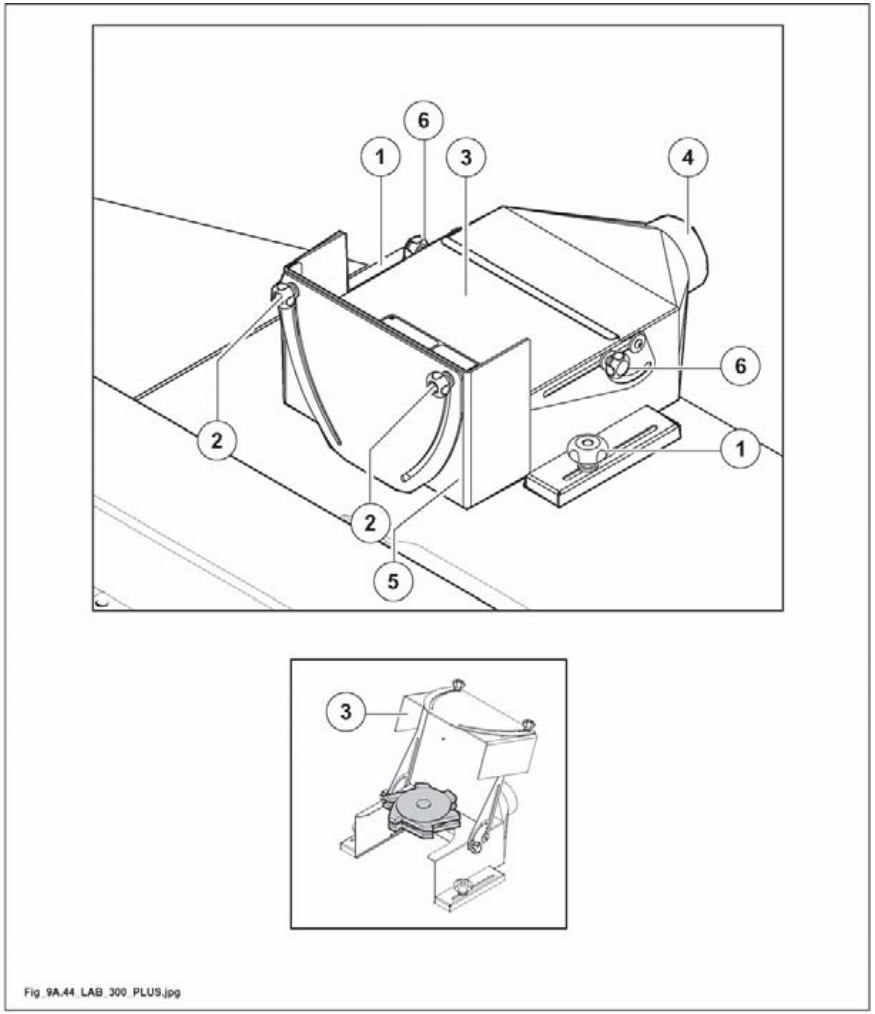

Abb. 9.44
(1 Abb. 9.44) - Kugelgriffe zum Festspannen des Schlitzkastens auf dem Tisch
(2 Abb. 9.44) - Kugelgriffe zur Fixierung des Schirms
(3 Abb. 9.44) - Deckel
(4 Abb. 9.44) - Absaughaube mit Ø 120 mm
(5 Abb. 9.44) - Schirm
(6 Abb. 9.44) - Kugelgriffe zur Blockierung des Deckel
- Schlitzkasten in der der gewünschten Frästiefe entsprechenden Stellung, auf den Tisch auflegen, dann Kugelgriffe (1 Abb. 9.44) festziehen.
- Das obere Haubenteil mit den Kugelgriffen (6 Abb. 9.44) verstellen, damit der obere Werkzeugbereich geschützt ist.
vor Einschalten der Maschine ist der Deckel (3 Abb. 9.44) zu schließen.